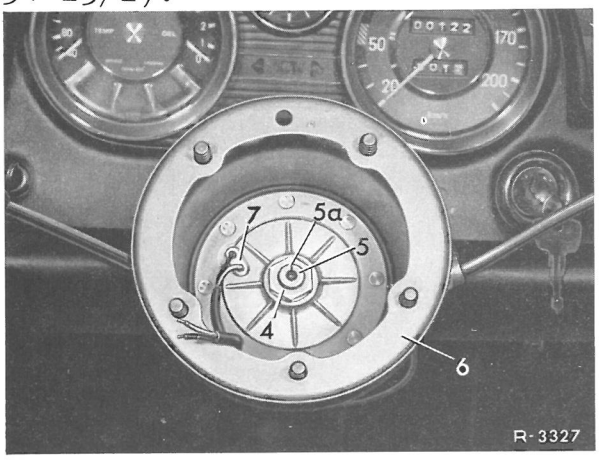

Fig. 54-15/1
3 Sekskantmøtrikken (4) skrues ved hjælp af en tapnøgle af ratakslen (5), hvorpå rat og stødkrave (6) tages af (fig. 54-15/1).